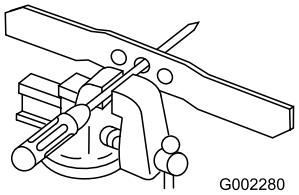

Figur 33
1. Kontrollera knivens balans genom att lägga den med det mittersta hålet över en spik eller en skruvmejsel som fästs horisontellt i ett skruvstäd (Figur 33).